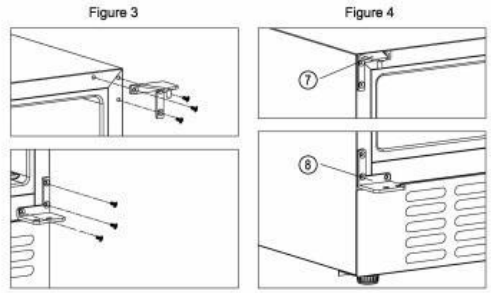

Figur 3–4
4. (Figur 3) Skru det øvre høyre hengselet (4) og det nedre høyre hengselet (2) av kabinettet (6), og oppbevar dem i plastposen i tilfelle du senere vil endre døren tilbake til venstrehengslet.